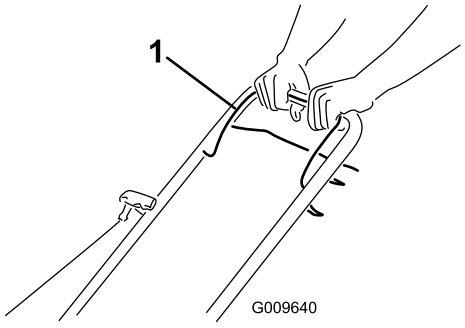

Figur 11
1. Håll knivstyrstången mot handtaget Figur 11).